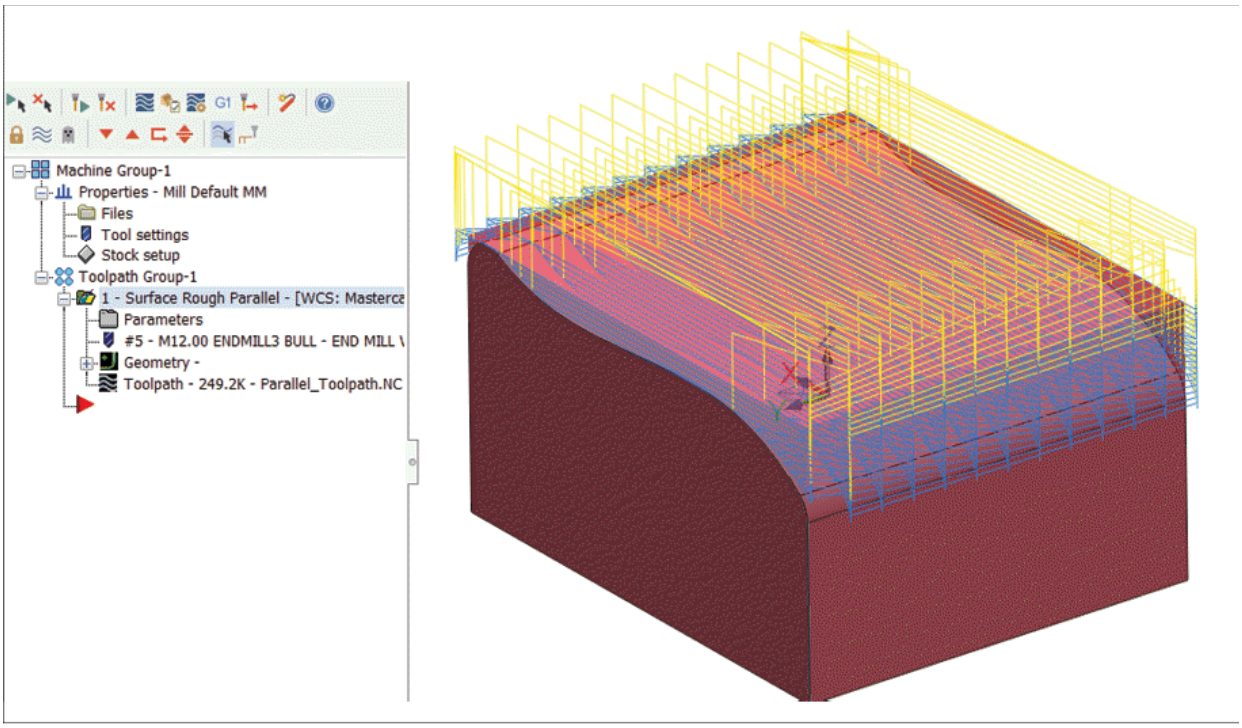

Figure-27. Toolpath generated for parallel rough
- After specifying desired parameters, click on the **OK** button from the dialog box. The toolpath will be generated; refer to Figure-27.